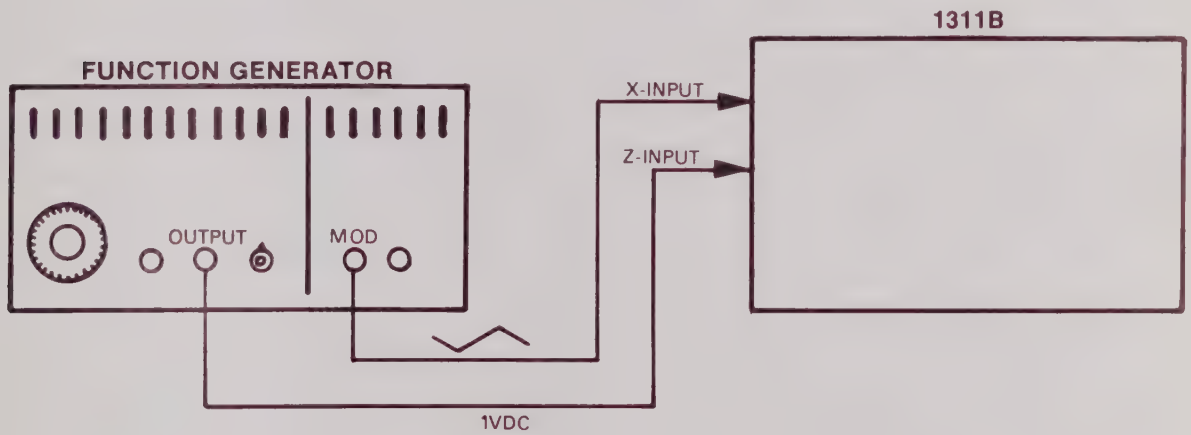

Figure 4-6. Z-axis Blanking Polarity Test Setup
a. Connect equipment as shown in figure 4-6.